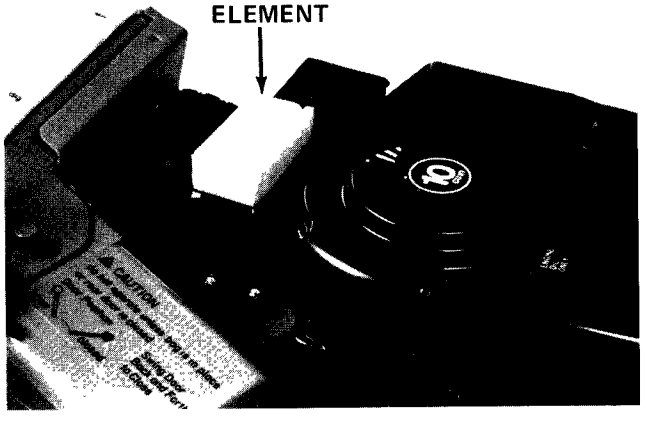

Figure 31
2. Look at top of air cleaner element (Fig. 31). If it is dirty, the element must be removed from air cleaner body (Fig. 31); then cleaned.
D. Place element into air cleaner body (Fig. 31).